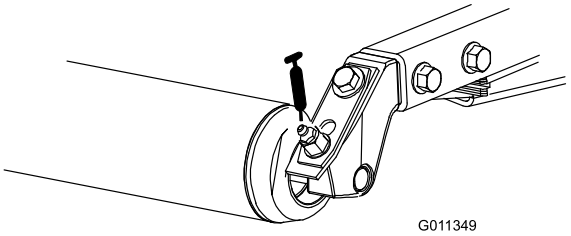

Figur 42
- Bagrullelejer (2 pr. klippeenhed) (Figur 42)